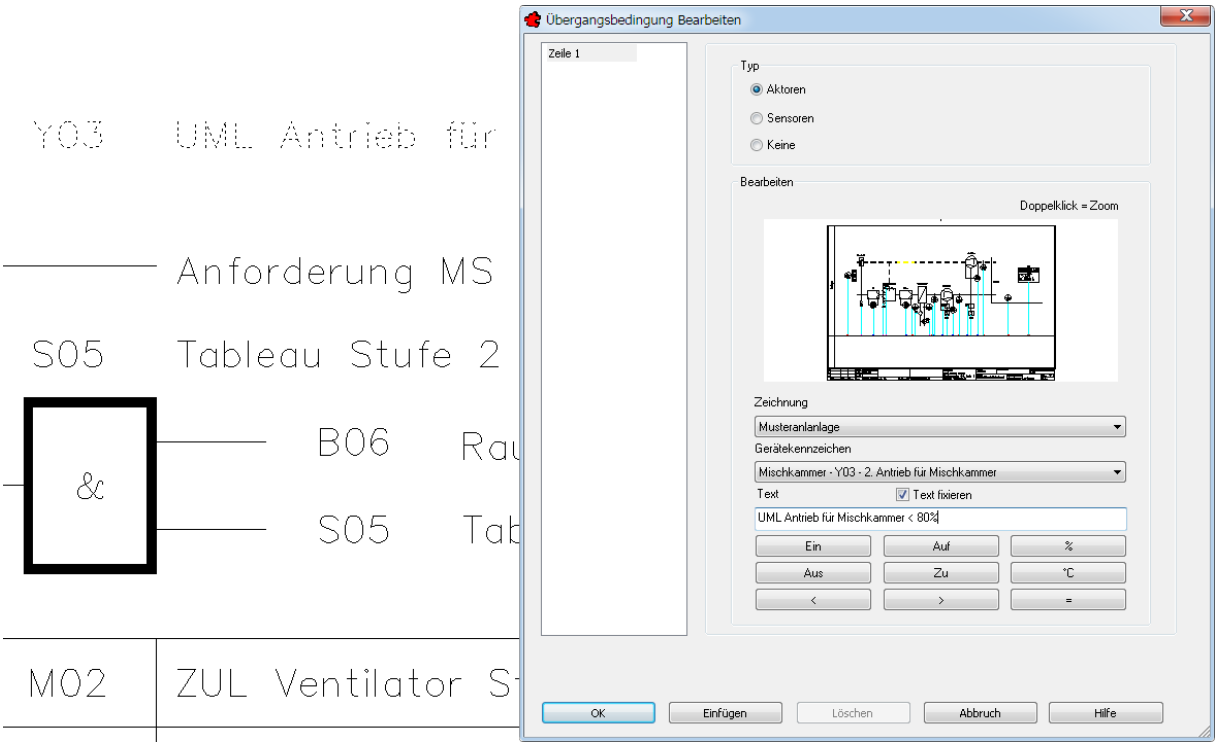

Bild 25.34 – Bearbeiten einer Übergangsbedingung
- *ZG – Übergangsbedingung editieren:* Hiermit öffnen Sie die gewählte Übergangsbedingung in der Dialogbox *Übergangsbedingung bearbeiten*. Sämtliche Einstellungen können hier geändert werden (Abb. 25.34).